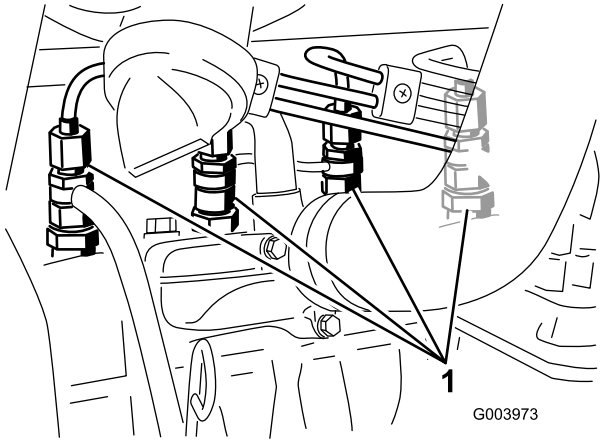

**Figuur 56**
1. Draai de leidingconnector naar spuitmond nr. 1 en de houder los (Figuur 56).